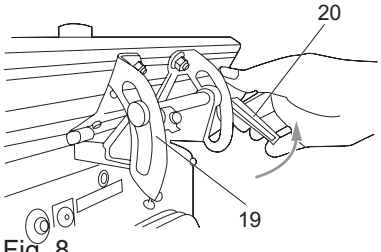

Fig. 8
> Gire la palanca de bloqueo del ángulo de la guía (20) en sentido antihorario para aflojarlo. (Fig. 8)
> Utilice la guía de ángulo (19) y el puntero del ángulo para ajustar la guía al ángulo deseado. (Fig. 8)